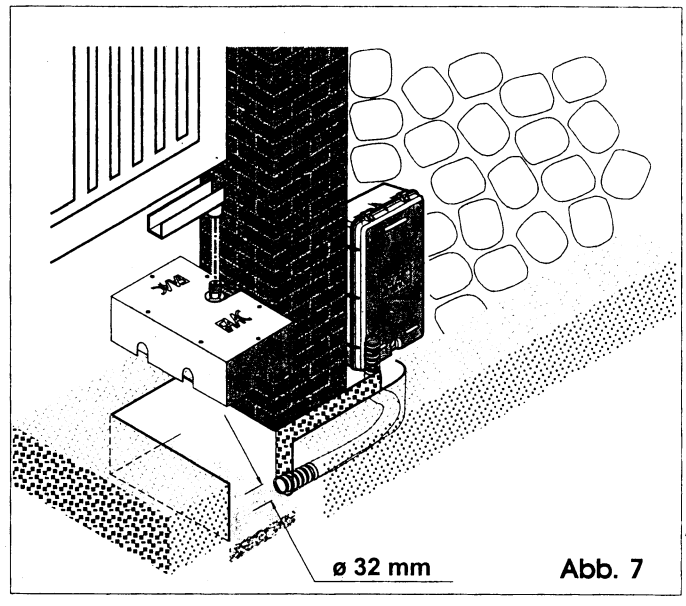

Abb. 7
4) Eine PVC-Rohrführung mit 32 mm Durchmesser für die Kupferrohre bis zur Hydraulik-steuerung verlegen (Abb. 7).
NB: Zur korrekten Verlegung der Rohre das Schutzgehäuse des Zylinders behelfsweise anbringen (Abb. 7/8).